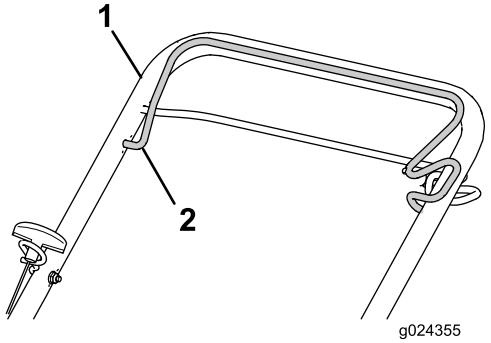

Figure 13
3. Serrez la barre de commande de la lame contre la partie supérieure du guidon (Figure 13).